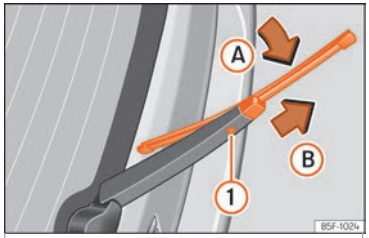

Fig. 85 Sostituzione della spazzola del lunotto posteriore.
- Ruotare leggermente la spazzola ››› fig. 85 (freccia Ⓐ).
- Tenere premuto il tasto di sblocco (1) e tirare delicatamente la spazzola nella direzione indicata dalla freccia Ⓑ.
- Inserire nel braccio tergilunotto una nuova spazzola **della stessa lunghezza e dello stesso tipo**, in direzione opposta a quella indicata dalla freccia Ⓑ fino all'incastro del tasto (1).